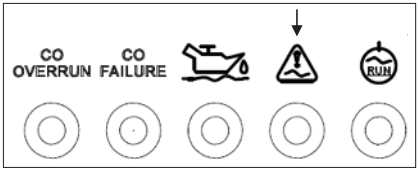

Рис. 6
1. Когда индикатор перегрузки (красный) мигает, а индикатор переменного тока (зеленый) постоянно горит: это означает, что превышена номинальная нагрузка. Автоматика отключит подачу питания через некоторое время. Чтобы избежать внезапного отключения, а также перегрузку двигателя уменьшите мощность подключенного оборудования (***Рис. 6)***;